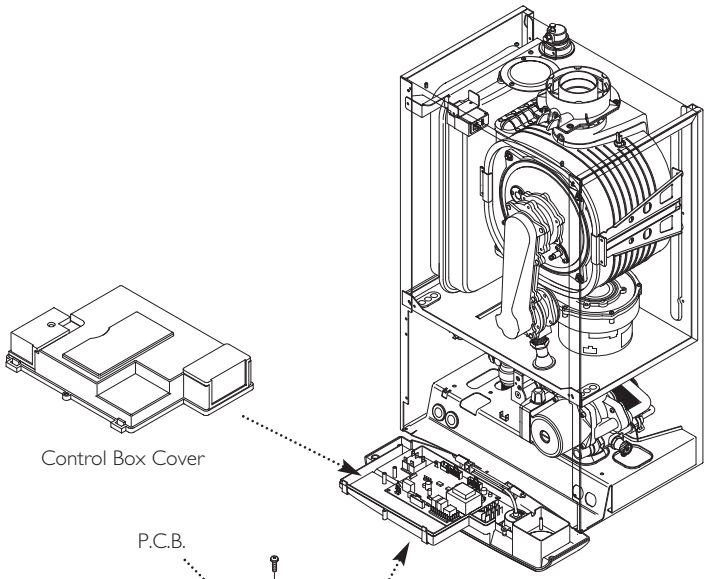

Fig. 89
2. Completely undo the screws securing the control box cover and release the cover retaining barbs from their slots. Disengage the rear of the cover from the control box hinge pin (Fig. 89).